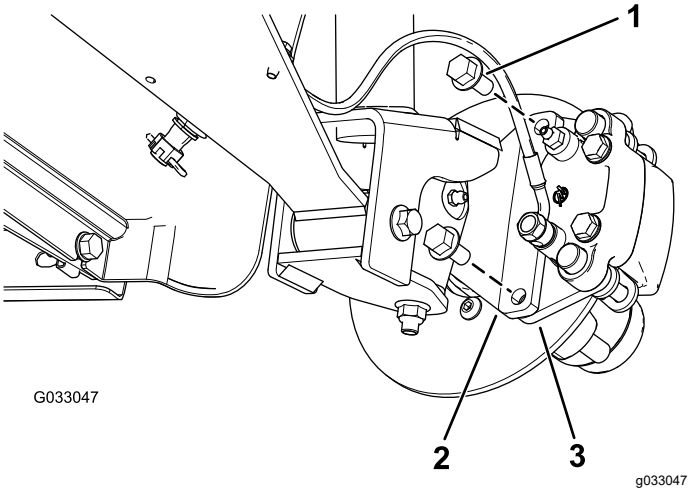
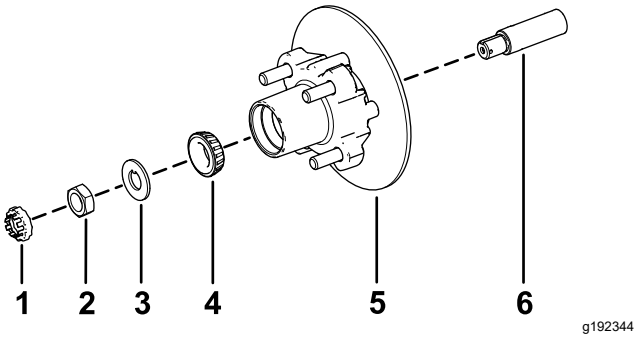

Figura 34
Figura 38
3. Retire los pernos con arandela prensada (⅜" x ¾") que sujetan el soporte del conjunto de freno al eje y separe el freno del eje (Figura 34).
1. Aplique una ligera capa de grasa del tipo especificado en el eje (Figura 38).
2. Monte el cubo y el rotor en el eje con el rotor hacia dentro (Figura 38).
3. Monte el cojinete exterior en la mangueta y acople el cojinete al anillo de rodadura exterior (Figura 38).
4. Monte la arandela con pestaña en la mangueta (Figura 38).
5. Enrosque la tuerca en el eje y apriete la tuerca a 15 N·m (11 pulgadas-libra), girando el cubo para asentar el cojinete (Figura 38).
2. Alinee las pastillas de freno en cada lado del rotor (Figura 34) y los taladros del soporte de la pinza con los taladros de montaje del freno de la mangueta (Figura 38).
3. Sujete el soporte de la pinza a la mangueta (Figura 34) usando los 2 pernos con arandela prensada (⅜" x ¾").